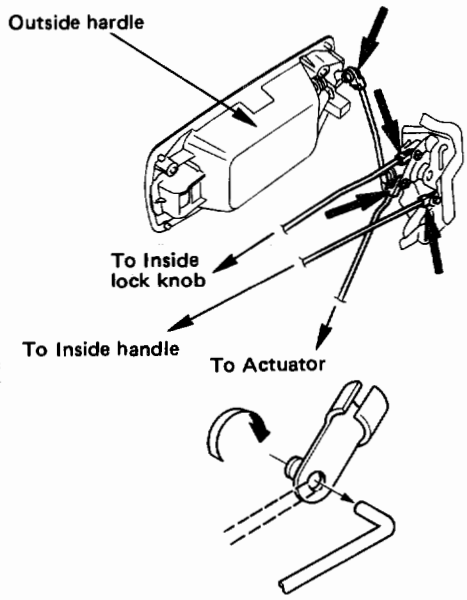

Fig. 10-65
3. **Door lock assembly (Fig. 10-65)**